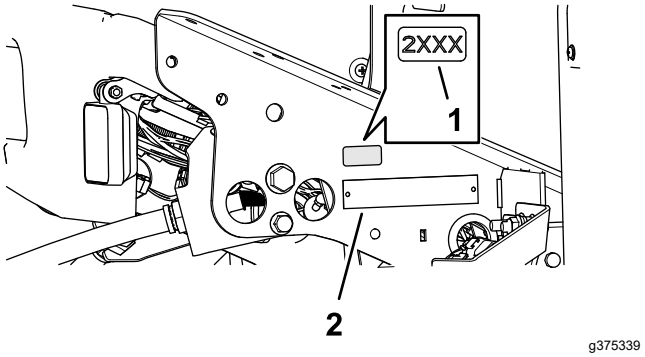

Figura 35
1. Folosii alcool sanitar i o lavetă curată pentru a curăa zona suportului de podea de lângă plăcua cu numărul de serie i lăsai suportul să se usuce (Figura 35).